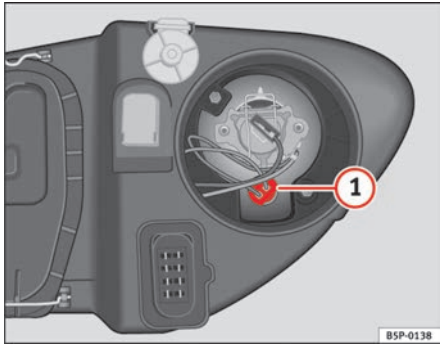

Fig. 169 Side lights
– Extract the lamp holder ⇒ fig. 169 (1) outwards.